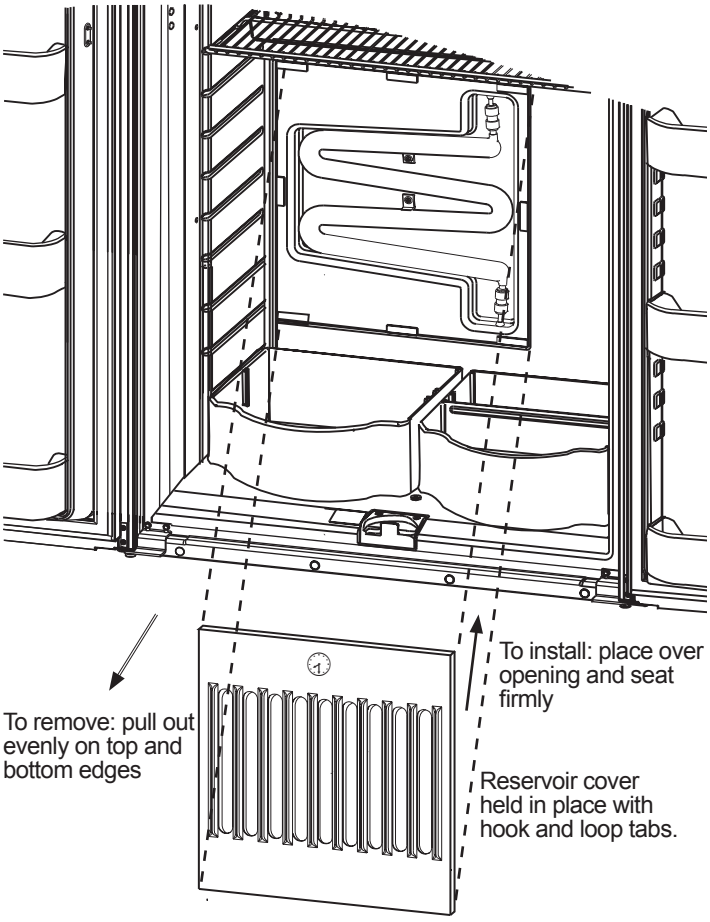

Figure. 11-8. —Cover, reservoir compartment.
5. Remove the reservoir compartment cover. See Figure 11-8, ①.